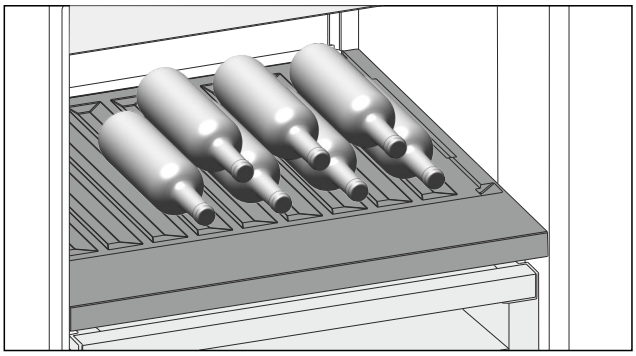

Fig. 108 Exempelbild
▶ Lägg in flaskorna med botten bakåt mot bakväggen. (se Fig. 108)